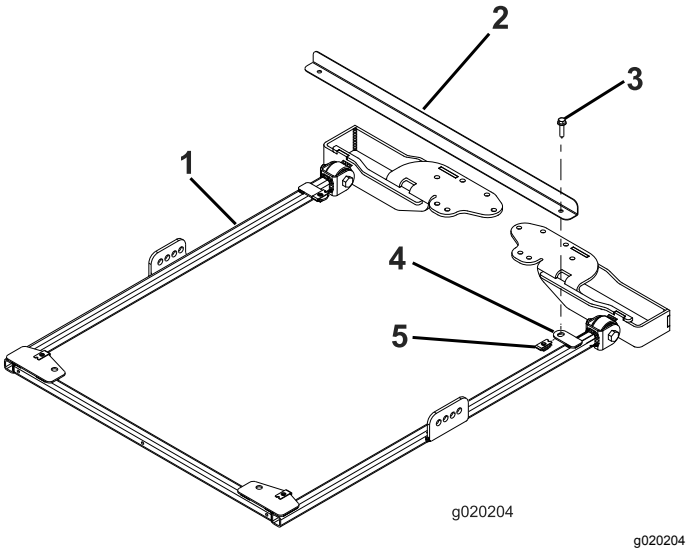

Figur 30
1. Raminriktningsstången ska fästas på monteringstapparna på den bakre delen av solskärmens ram med två flänsskruvar (5/16 × 1 1/4 tum) enligt Figur 30 så att ramen riktas in på rätt sätt.